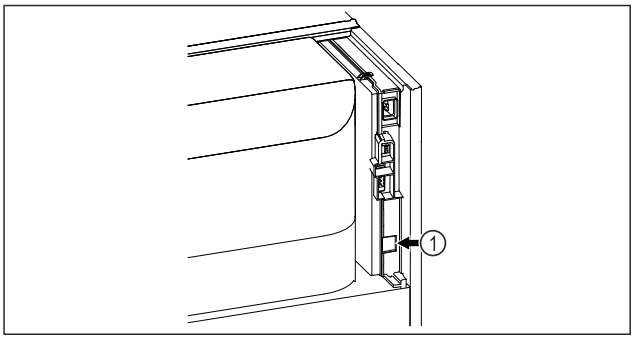

Fig. 87
- ❑ SmartModule *Fig. 87 (1)* is geplaatst.